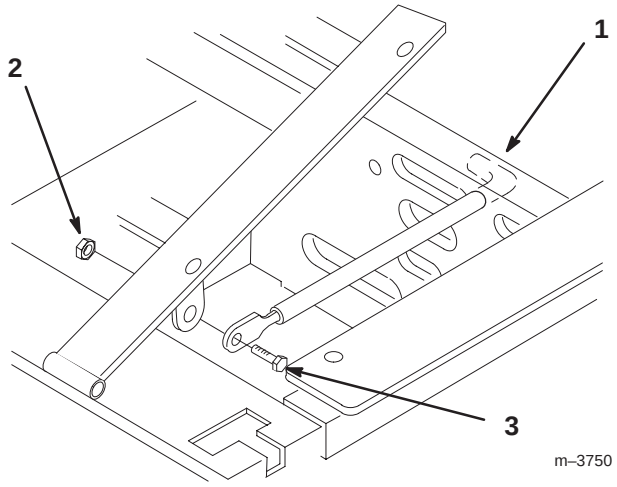

Figure 3
1. Basculez le siège en avant. Enlevez le contre-écrou (5/16 pouce) qui est vissé sur le boulon fixant la tige sur l'armature du siège (Fig. 3).
2. Retirez la tige du siège et insérez l'extrémité en **L** dans le trou situé juste au-dessus du côté gauche de la pompe hydraulique (Fig. 3).
3. Placez la tige à l'extérieur de la patte de montage de l'armature du siège et fixez-la en place à l'aide d'un boulon (5/16 x 1") et d'un contre-écrou (5/16") (Fig. 3).